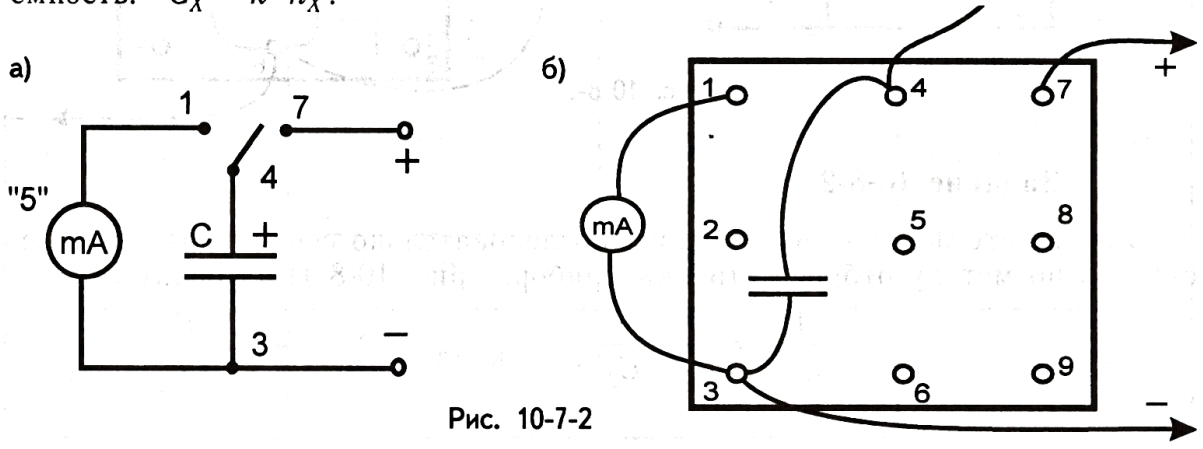

Рис. 10-7-2
1. Заряженный конденсатор известной емкости (например, 5, 10, или 20 мкФ) разрядите на миллиамперметр с пределом измерения "5 мА" (рис. 10-7-2). Поделив емкость конденсатора C на число делений n отброса стрелки прибора, определите k.